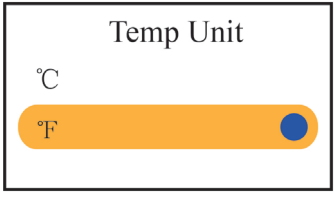

Figura 4.10I Impostazione unità di misura della temperatura
- Factory Default: Per accedere alle impostazioni predefinite di fabbrica, come mostrato nella figura 4.10I.